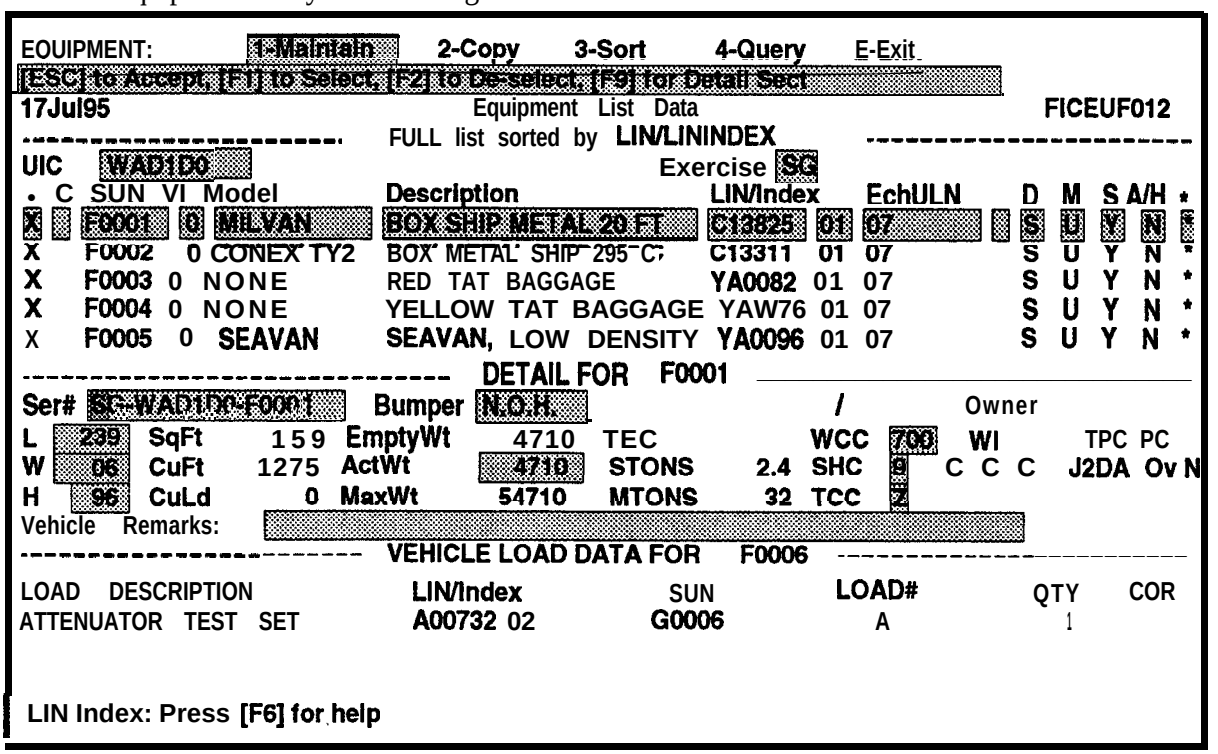

Figure 5-37. Equipment List Data Screen for F Records
c. Select **the Maintain** option. If you are adding a new piece of Special Handling Equipment to a unit's Master Equipment List, or a Deployment Equipment List the first five pieces of equipment in the Equipment List will be displayed and the first item will be highlighted as shown in Figure 5-37. Notice that the piece of equipment in this example does have a load. If you are creating new Equipment List by using the **Manual Entry** option or an Equipment List that does not contain any Special Handling equipment at this time, the Equipment List Data screen will be blank because no equipment has yet been assigned to it. The cursor will be **in the LIN/Index** field.
(1) For a unit's Master Equipment List, use the cursor control keys to highlight the row in the Equipment List where you want to add the new item, and press **F1.** A new blank row will be opened in the upper portion of the screen. The fields in the blank row will be highlighted. Now continue with the procedures in paragraph e. below.
(2) For a Deployment Equipment List, press F3 to page down through the Equipment List until the last row in the Equipment List is highlighted. Then press **Ctrl-J** to open a blank line at the end of the Equipment List. The fields in the blank row will be highlighted. Now continue with the procedures in paragraph e. below.
(3) If you are creating new Equipment List by using **the Manual Entry** option the screen will be as shown in Figure 5-37 (page **5-** 113) except that the fields will be blank. You do not have **to** perform any actions before you continue with the procedures in paragraph e. below.